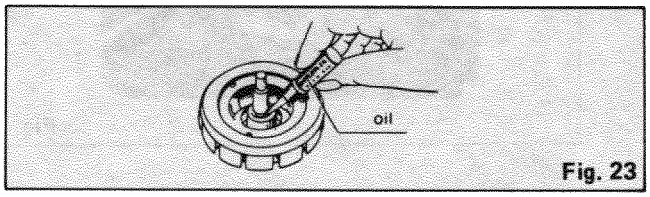

Fig. 23
**Lubrication (See Fig. 23.)**